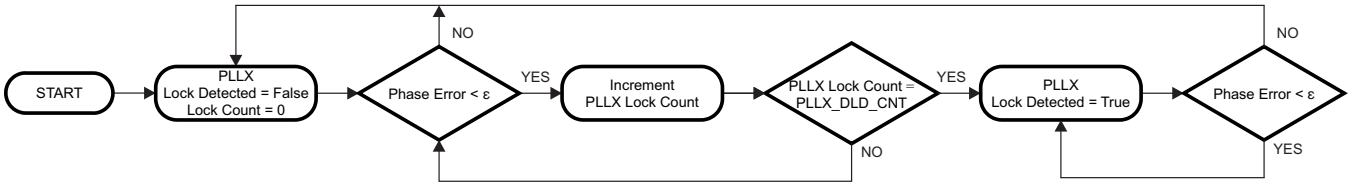

Figure 12. Digital Lock Detect Flowchart
Both PLL1 and PLL2 support digital lock detect. Digital lock detect compares the phase between the reference path (R) and the feedback path (N) of the PLL. When the time error, which is phase error, between the two signals is less than a specified window size (ε) a lock detect count increments. When the lock detect count reaches a user specified value lock detect is asserted true. Once digital lock detect is true, a single-phase comparison outside the specified window causes digital lock detect to be asserted false. This is shown in Figure 12.